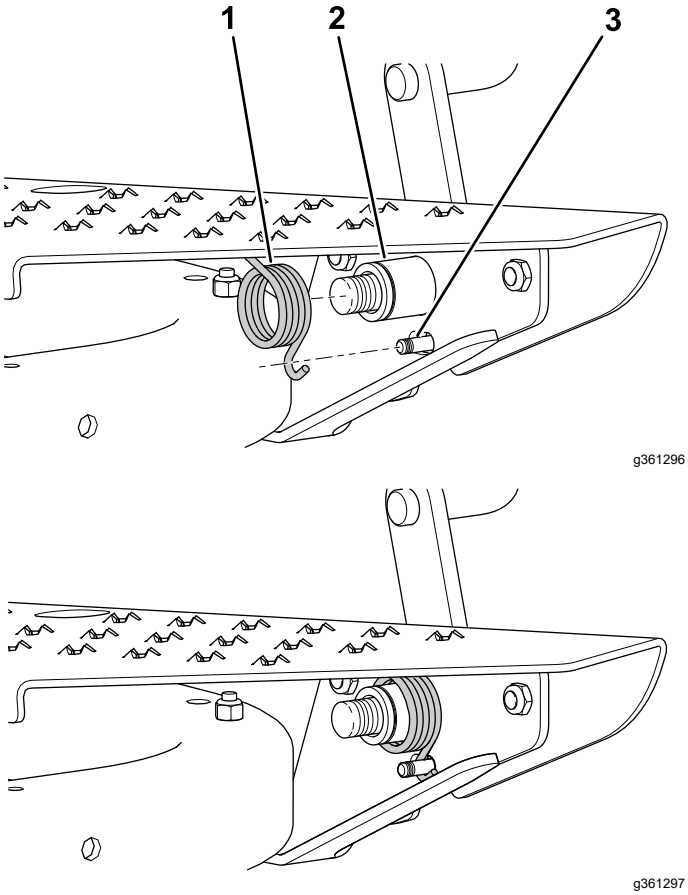

Figura 7
6. Glisai arcul de torsiune pe ansamblul butucului în timp ce agăai 1 capăt al arcului de tiftul mic de pe pedala de blocare i apăsai celălalt capăt pe placa de podea (Figura 7).
Notă: Poziionai arcul pe ansamblul butucului aa cum se arată în Figura 7.